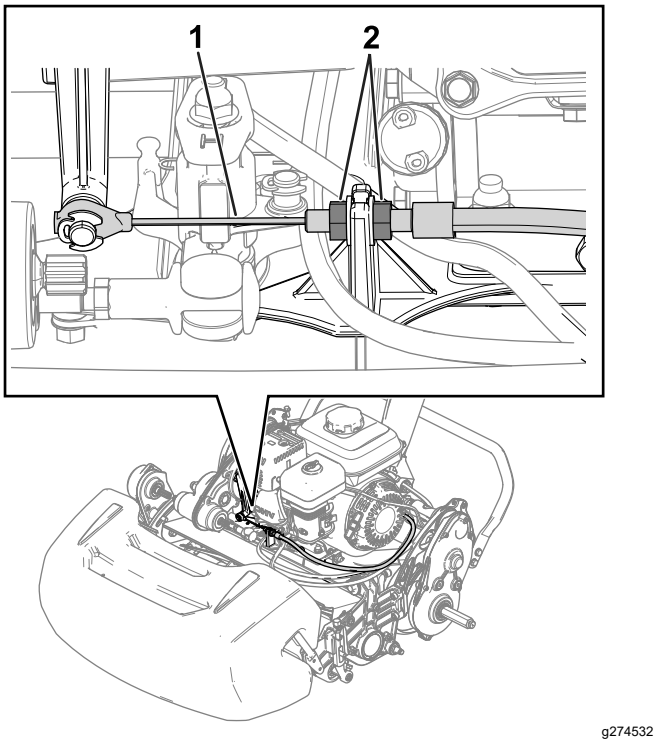
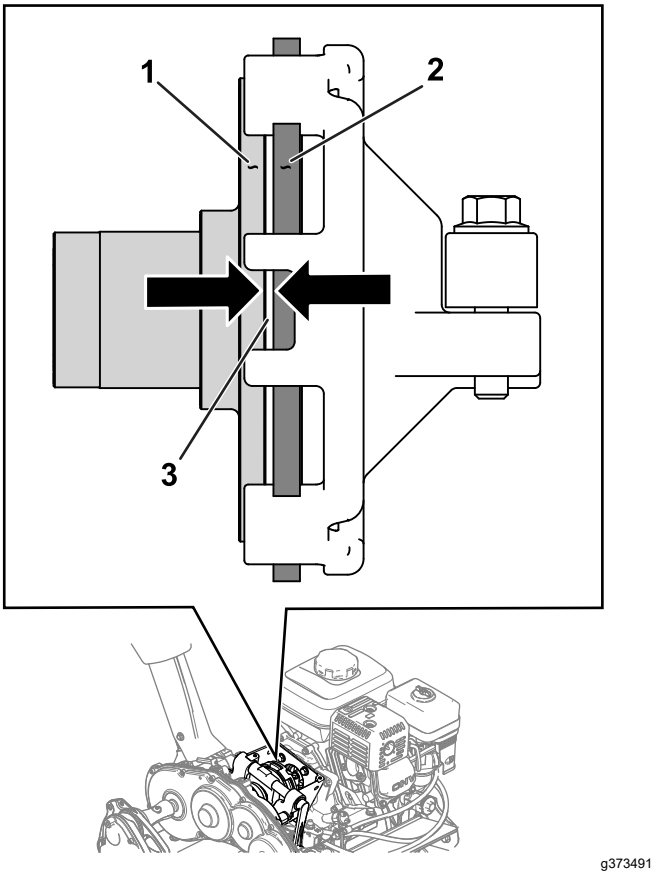

**Figuur 34**
**Figuur 35**
2. Maak de contramoeren los en stel de tractiekabel (Figuur 34) in zodat er een speling van 1,1 mm is tussen de frictieschijf en de drukplaat (Figuur 35).